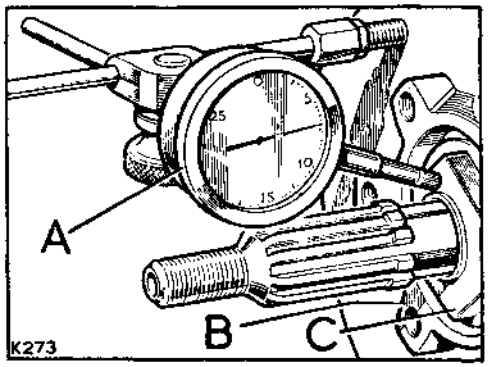

**Fig. E1-16. Checking hub end-float**
12. Using a dial test indicator, check the end-float of the hub, which must be .004 in. to .006 in. (0,10 mm to 0,15 mm). See Fig. E1-16.